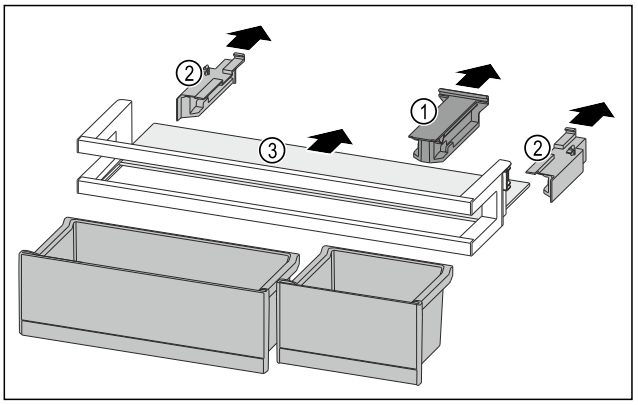

Fig. 135
▶ Noņemiet atbalsta daļu *Fig. 135 (1)*.
▶ Noņemiet sānu daļas *Fig. 135 (2)*.
▶ Izņemiet plauktu *Fig. 135 (3)*.